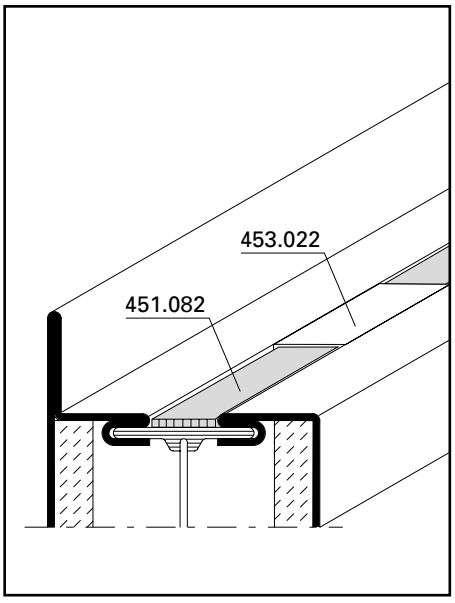

Abb. 13 / Fig. 13 / Fig. 13
– Im Bereich des Glasklotzes 453.022 muss das Brandschutzlaminat ausgespart werden (Abb. 13).
– Dans la zone de la cale de vitrage 453.022, la bande de protection incendie doit avoir une encoche (fig. 13).
– The fire-resistant laminate needs to be notched in the area of the glazing bridge 453.022 (Fig. 13).